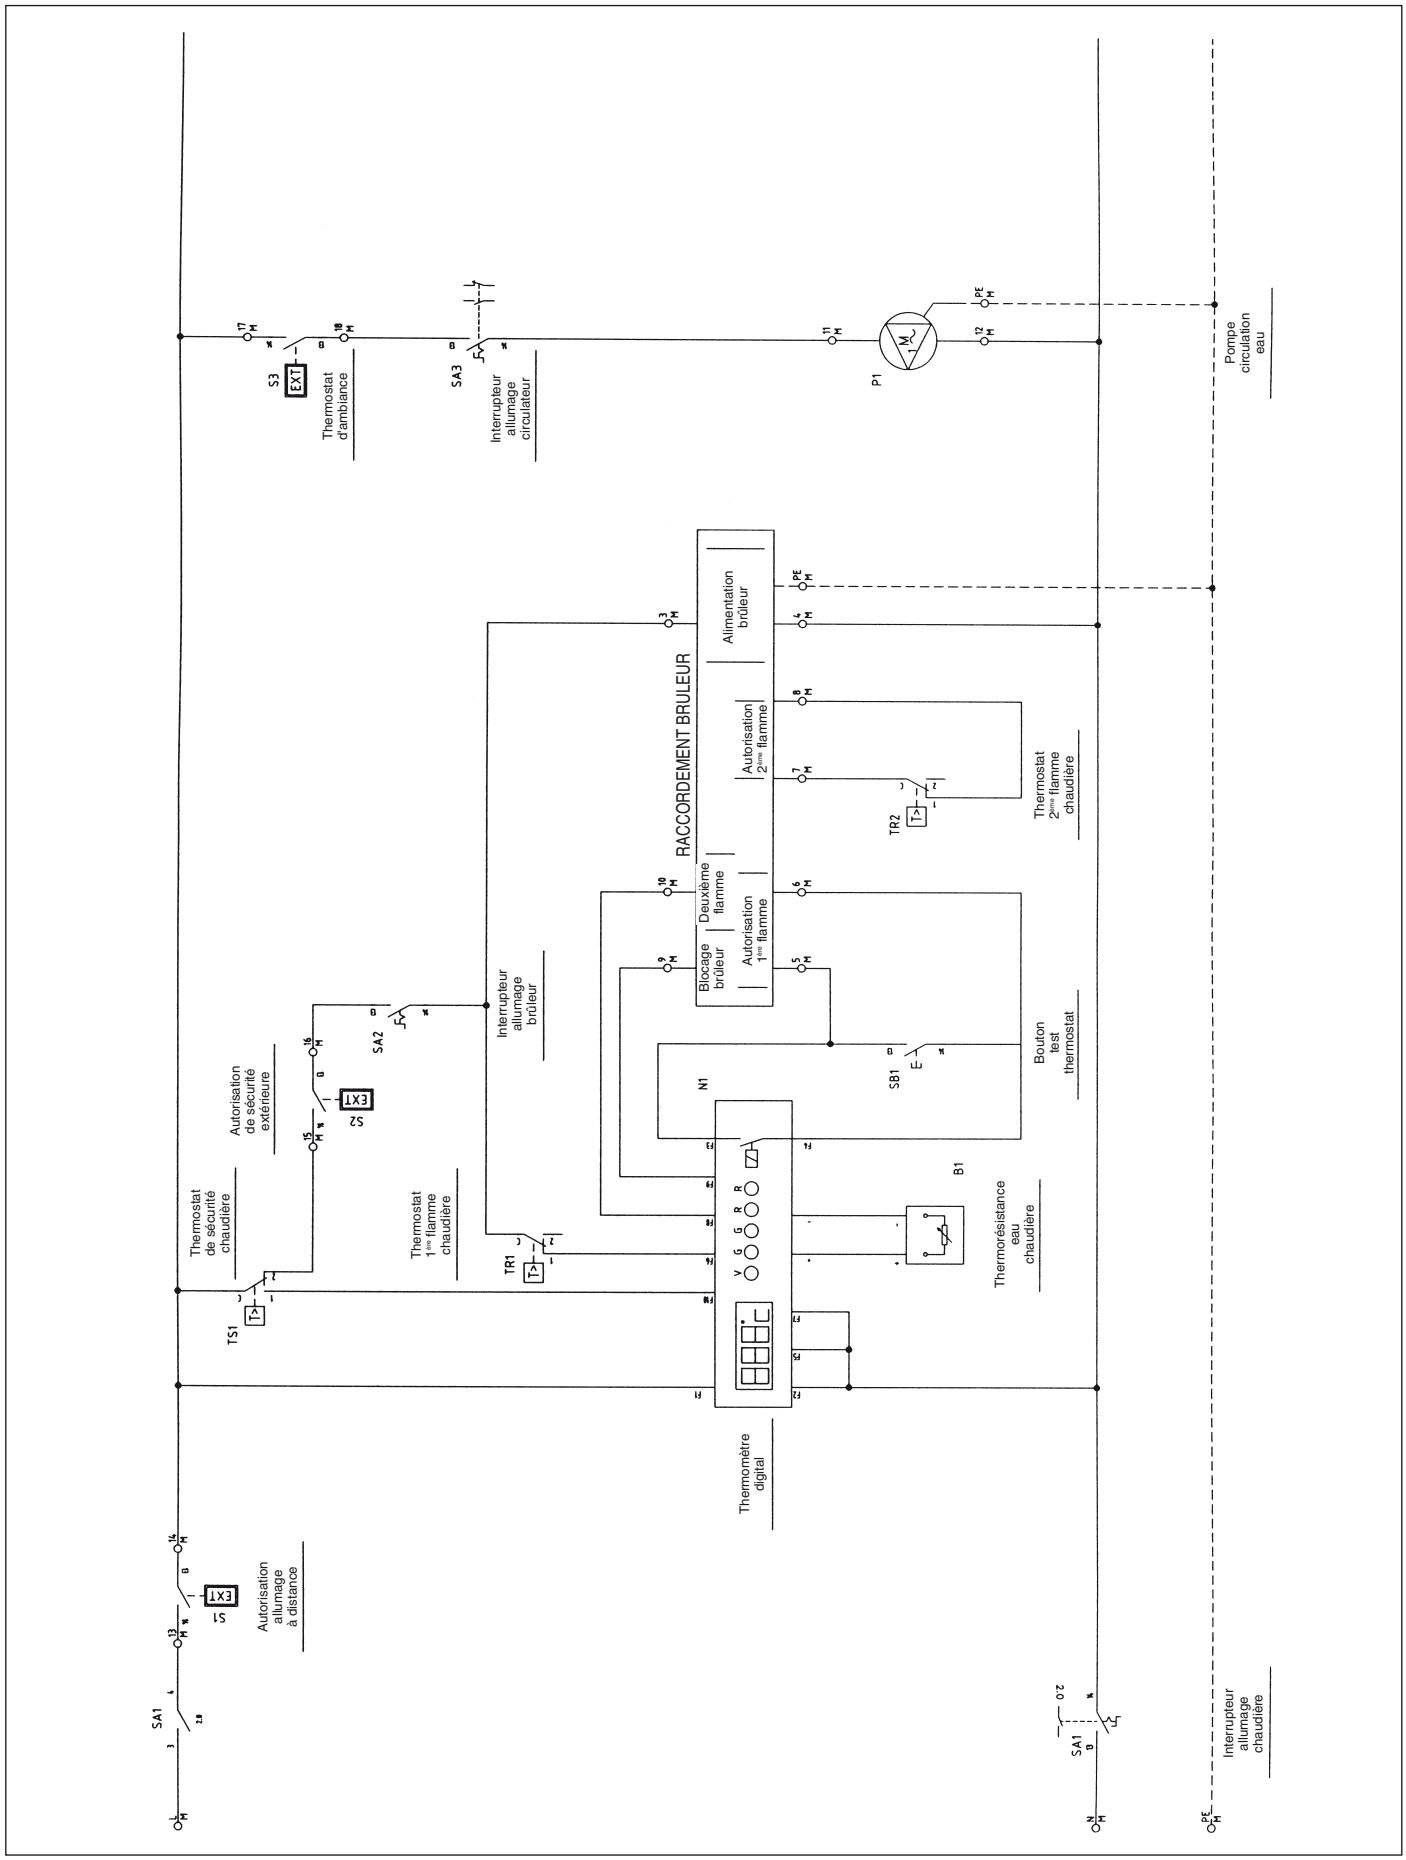

Fig. 17
6.4 Schéma électrique pour brûleur et pompe monophasé (Fig. 17)